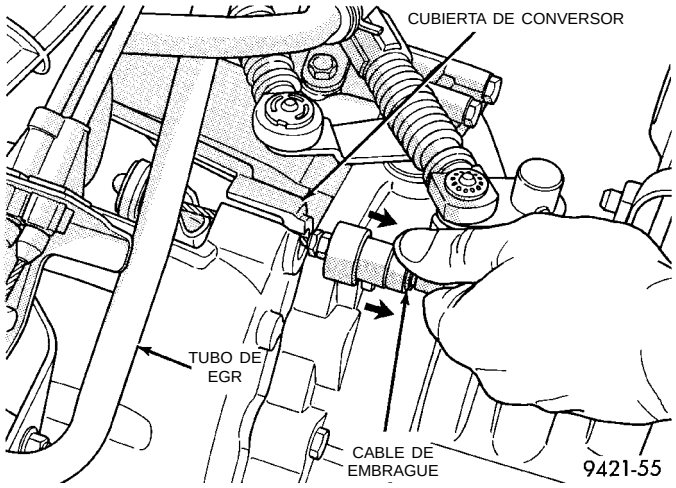

Fig. 4 Cable en el transeje
(1) Tire hacia arriba y retire el Centro de distribución de tensión.
(2) Retire la tapa de inspección del cable de embrague.
(3) Tire hacia atrás la cubierta del cable y desacople el cable de la cubierta (Fig. 4).
(1) Tire ligeramente del extremo del cable que corresponde a la palanca de desembrague a fin de que el cable quede tenso. Al hacerlo, ejerza una leve presión. Empuje la cubierta del cable de embrague en dirección al salpicadero. (Si se realiza una fuerza menor de 11,3 kg. (25 lbs.) la cubierta del cable se desplazará entre 30 y 50 mm (1,18 y 1,97 pulg.)). Esto indica que el mecanismo de ajuste funciona correctamente. En caso de que no se produzca ajuste alguno, verifique si el mecanismo se encuentra correctamente asentado sobre el soporte.
(2) Si el mecanismo de ajuste funciona correctamente, guíe el cable a través de la muesca de la caja del transeje. Conecte el cable a la palanca de desembrague. Para ello, asiente la arandela acodada con firmeza sobre las raberas de la palanca.
(3) Tire hacia atrás de la cubierta del cable e insértela en la caja del transeje (Fig. 4).